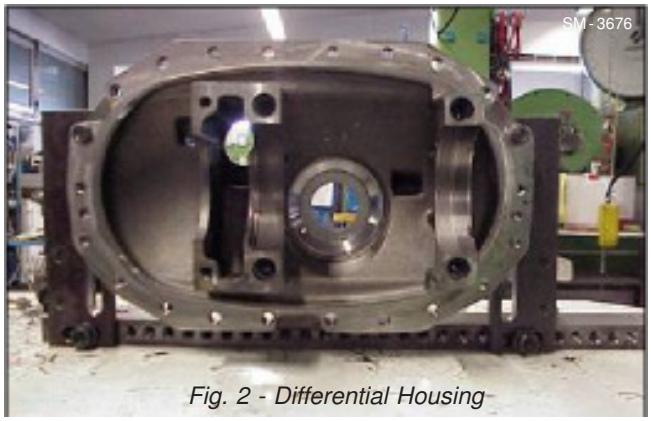

Fig. 2 - Differential Housing
1. Secure the differential housing (35) on a suitable table. Refer to Figure 2.